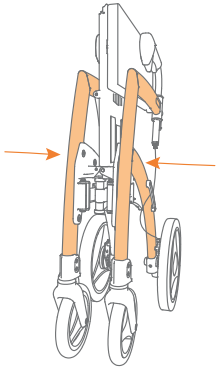

Figure 11C: Push the frame further inside.
e. Push the sides of the frame towards each other till the rollator is completely folded **(Figure 11C).**